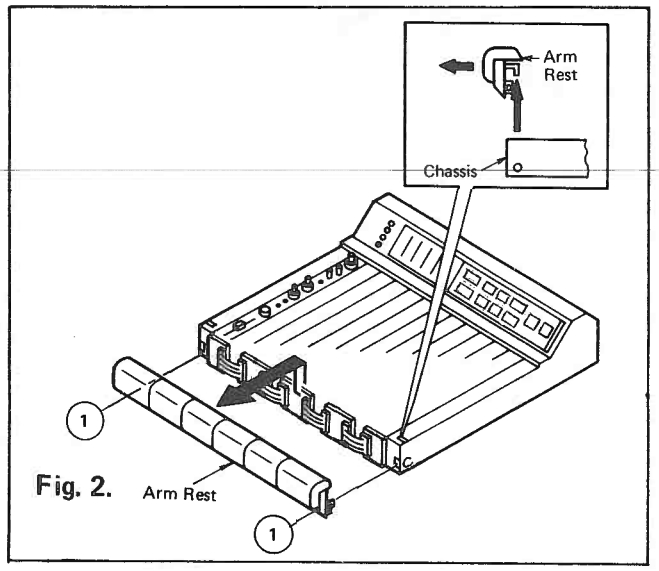

Fig. 2.
- Remove two screws ① from the arm rest. (Fig. 2)